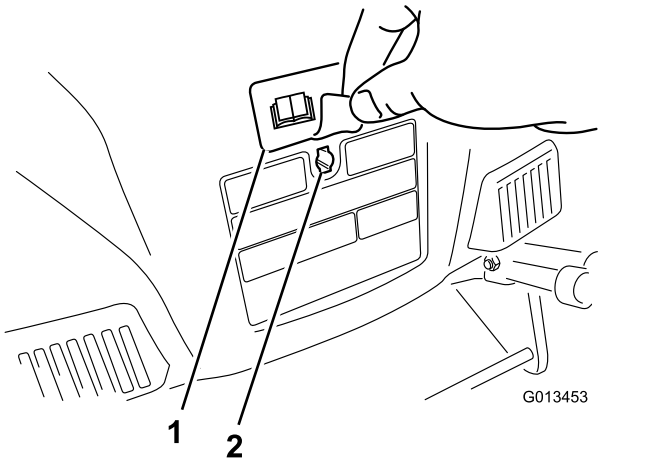

Figur 5
3. Ta bort dekalen som sitter för det maskinbearbetade införingshålet baktill på kåpan (Figur 5).